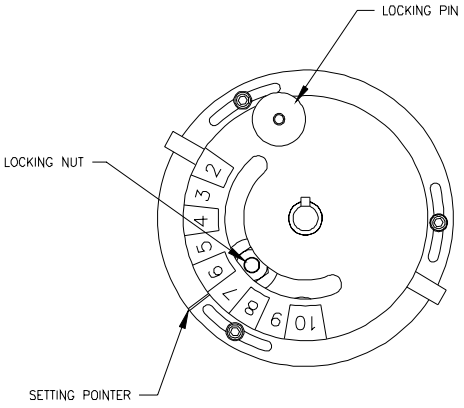

FIGURE 13
EXAMPLE: MAXIMUM setting of 58.1 oz/min [17.0 dl/min]; MINIMUM setting of 10.3 oz/min [3.0 dl/min] = pump setting 6 (See Figure 13).
1) Loosen the pump-setting locking nut, pull out on locking pin and rotate the 2-10 setting pointer to the proper number. (See Figure 13).